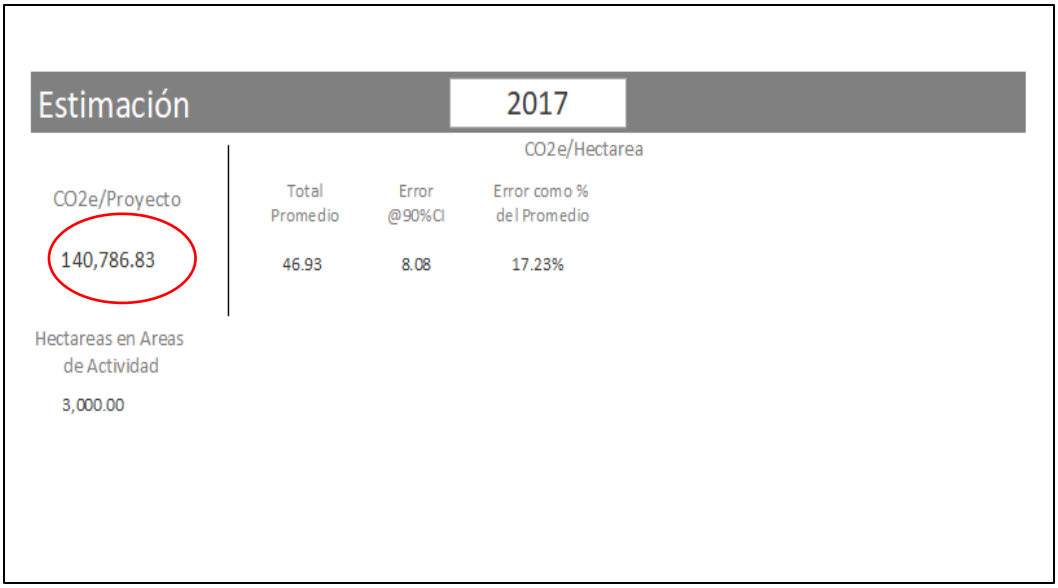
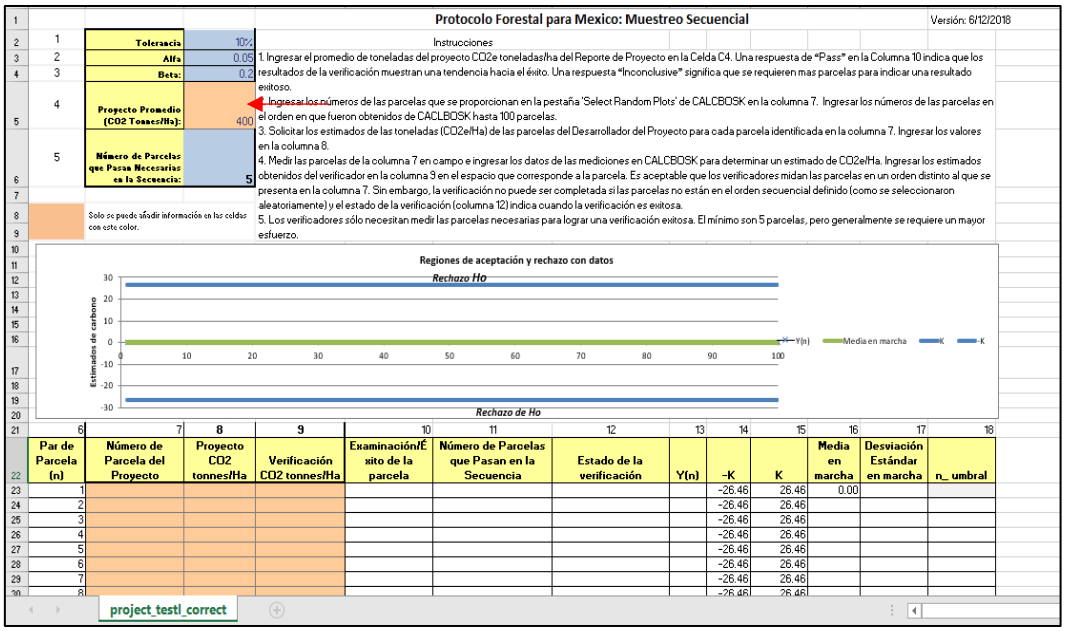

Figure 81. Locating the Average tCO2/Ha for the Activity Area
Figure 82. Entering the Average tCO2/Ha into the Sequential Sampling Workbook
5.4 The verifier should also modify the average tCO_2/Ha for the Activity Area based on the number found in the end-of-the Reporting Period carbon stocks Report (Figure 81) and enter that value in the CO2/Ha Sequential Sampling Worksheet (Figure 82).